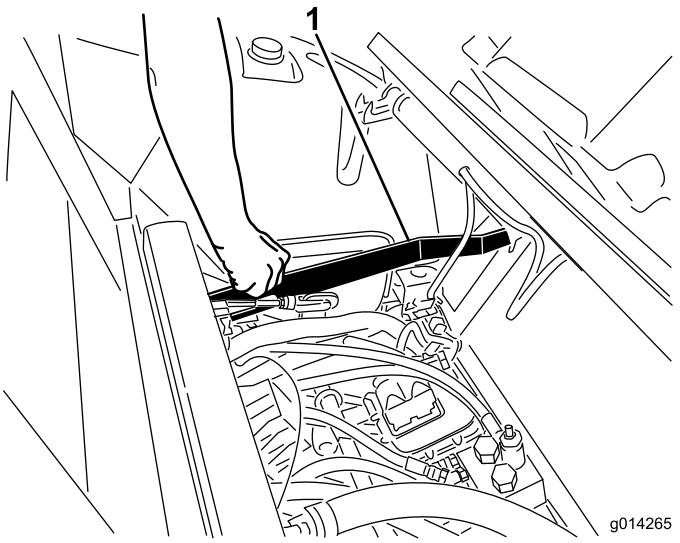

Figur 13
1. Dra upp sätesspärrens frigöring och sänk sätet till det låsta läget (Figur 13).